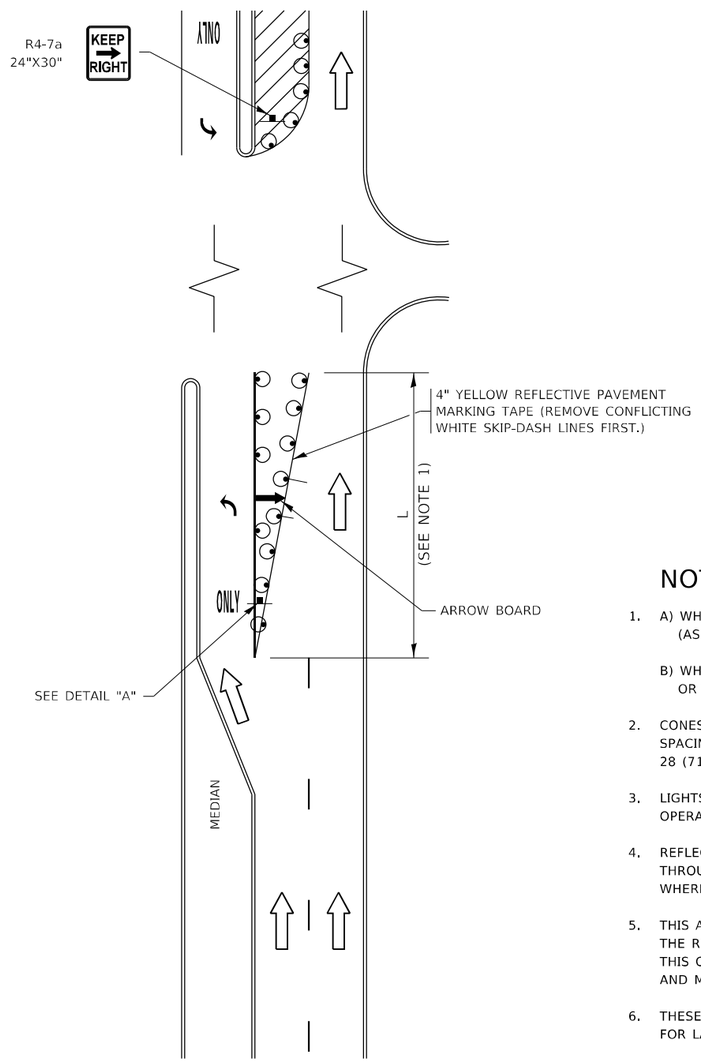

FIGURE 1
1. A) WHEN "L" IS ≤ THE STORAGE LENGTH OF THE TURN LANE (AS SHOWN IN FIG. 1), USE FIGURE 1.